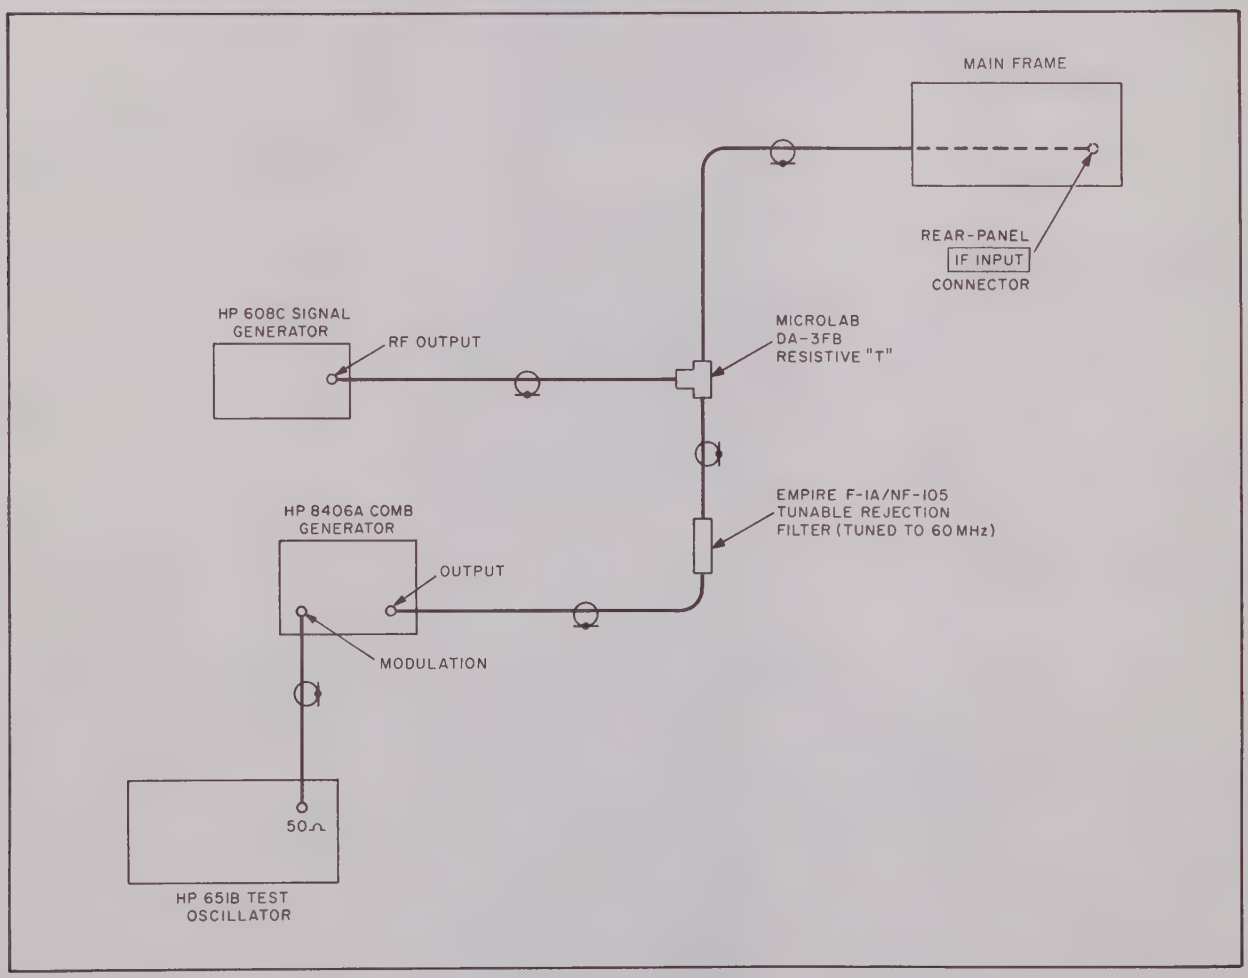

Figure 4-1. Dispersion Check Test Setup
a. Connect the equipment as illustrated in figure 4-1. Tune the signal generator for a 160-MHz cw output and set the comb generator for 10-MHz markers. Set the test oscillator for minimum output level. Adjust the comb generator output level to obtain a convenient display amplitude and identify the 160-MHz marker by means of the signal generator.